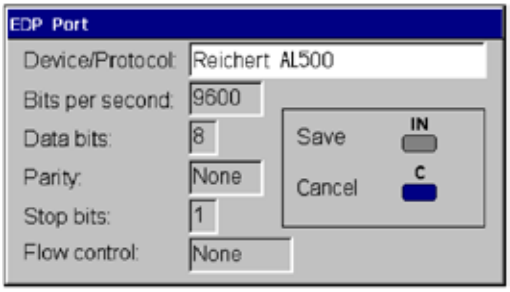

Figure IU-2, EMR Port
3. The following screen will appear. Refer to Figure IU-2.